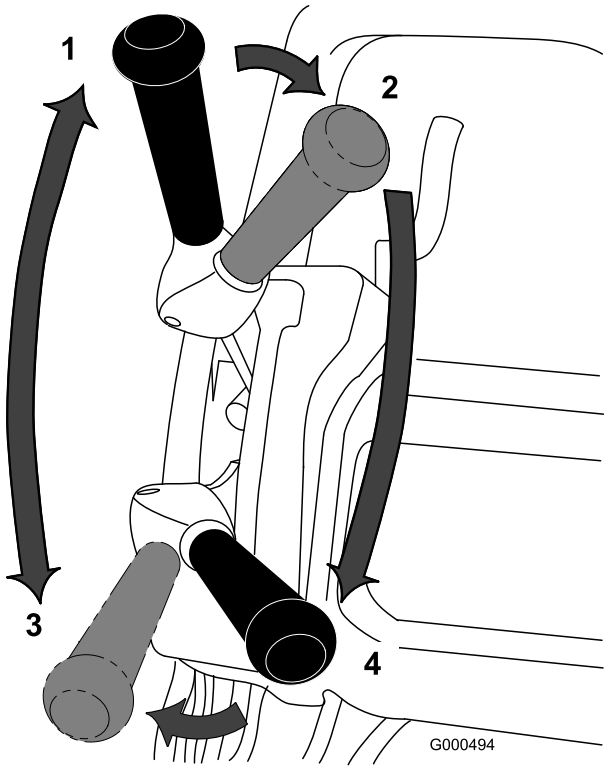

Figur 26
1. Start motoren, sæt gashåndtaget på nedsat hastighed, skub håndtaget ned for at hæve klippeenheden, tryk dødemandsgrebet ned, flyt traktionshåndtaget til indkoblet position, og transporter plæneklipperen til greenens kant (Figur 26).
2. Flyt traktionshåndtaget til udkoblet position, og aktiver knivcylinderdrevhåndtaget (Figur 26).
3. Flyt traktionshåndtaget til indkoblet position, sæt farten op, indtil plæneklipperen kører med den ønskede hastighed, kør plæneklipperen ud på greenen, sænk forenden af plæneklipperen, og start klipningen (Figur 26).